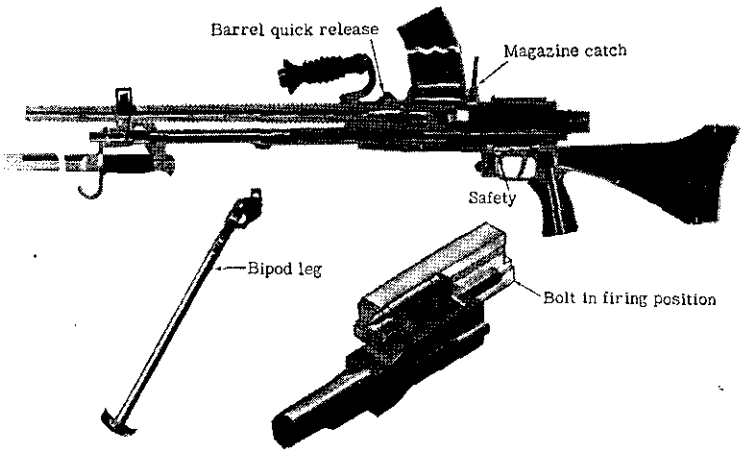

Figure 62.—Diagrammatic cross section of Model 96 (1936) 6.5-mm light machine gun, showing also various parts.
(1) *Safety.*—The safety (fig. 62) is located on the left side of the trigger housing in front of and above the trigger. In the horizontal position it is set to "fire"; in the vertical position, to "safe." At "safe" the trigger mechanism is locked by the surface of the pin preventing movement of the trigger. At "fire" the cutaway portion of the pin allows the sear to move.